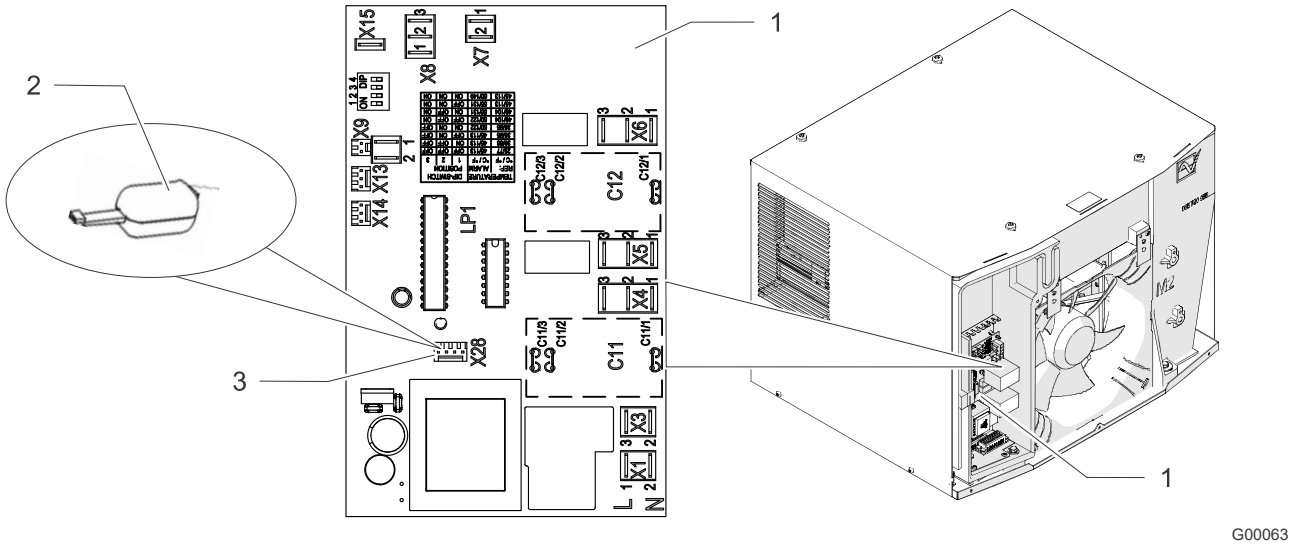

Fig. 24: Interfaccia di assistenza
- Il collegamento per l'adattatore USB (Fig. 24, pos. 2) nello schema elettrico è contrassegnato con l'identificativo del dispositivo X28 (Fig. 24, pos. 3).
La scheda del controller (Fig. 24, pos. 1) con l'interfaccia di servizio X28 ("Ricambi e accessori", Pagina 68, pos. 3) è ora accessibile.
2. Collegare l'adattatore USB ("Preparazione del dispositivo – rimuovere lo sportello frontale", Pagina 35, pos. 2) all'interfaccia di assistenza X28.